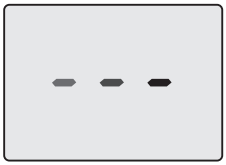
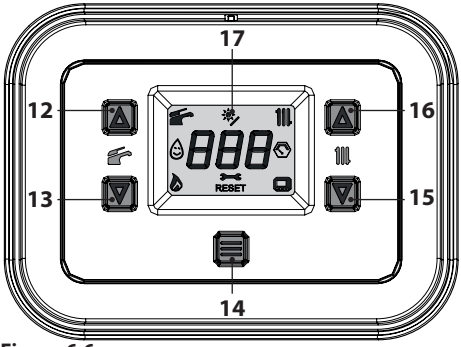

Figure 6.5
Figure 6.6
- Power the boiler by turning on the two-way switch fitted during installation. The LCD display shows the symbol - - - (the dashes light up in sequence to simulate a scrolling motion) (Figure 6.5).
- Press button 14 for 5 seconds until both symbols and appear on the display (Figure 6.6).
- Turn off the boiler by pressing button 14 (Figure 6.6) for 5 seconds until the symbol - - - appears on the display (the dashes light up in sequence to simulate a scrolling motion) (Figure 6.5).